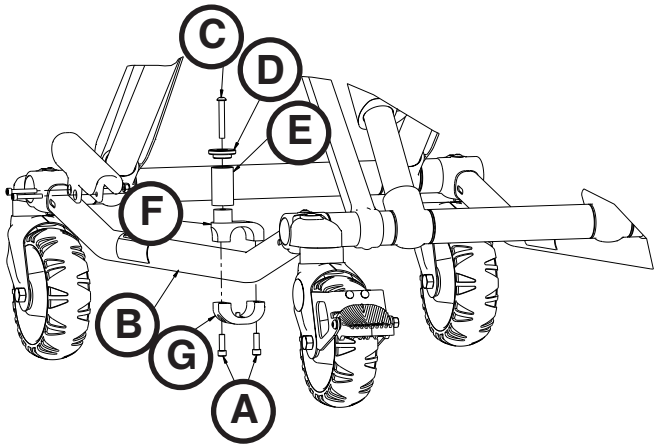

Figura 72
3. Con un cacciavite Torx T30, rimuovere le due viti a testa cava esagonale (A) che fissano il perno di fissaggio ai al tubo base (B) (Figura 72). Eliminare le viti e il perno di fissaggio della barella.
4. Inserire la vite a testa tonda stretta (C) attraverso il tappo (D) e il tubo (E) del perno di fissaggio, fin dentro la staffa perno superiore (F) (Figura 72).
5. Con una chiave esagonale da 5/32" serrare fino in fondo la vite a testa tonda stretta (C) per fissare il tappo (D) e il tubo (E) del perno di fissaggio alla staffa perno superiore (F) (Figura 72). Con una chiave dinamometrica serrare la vite a 11,3 – 15,8 N·m (100 – 140 in-lb).
6. Assemblare il perno di fissaggio della barella attraverso il tubo base. Allineare i fori delle staffe e inserire due viti a testa conica piatta (A) nei fori filettati della staffa inferiore (G) (Figura 72).